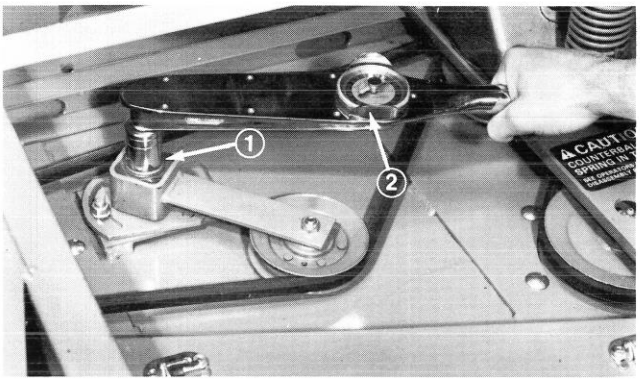

Figure 39
3. Loosen two nuts securing idler plate in place (Fig. 39). Using a socket and torque wrench, tighten the idler adjusting nut (Fig. 39) until proper torque value is achieved.
4. Hold the torque against the belt and tighten the two nuts so idler plate is held securely in place (Fig. 39). Release the idler adjusting nut, install cover, and secure latches.